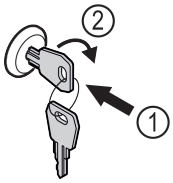

Fig. 165
▶ Introduceți cheia prin apăsare. *Fig. 165 (1)*
▶ Rotiți cheia cu 90° în sensul acelor de ceasornic. *Fig. 165 (2)*